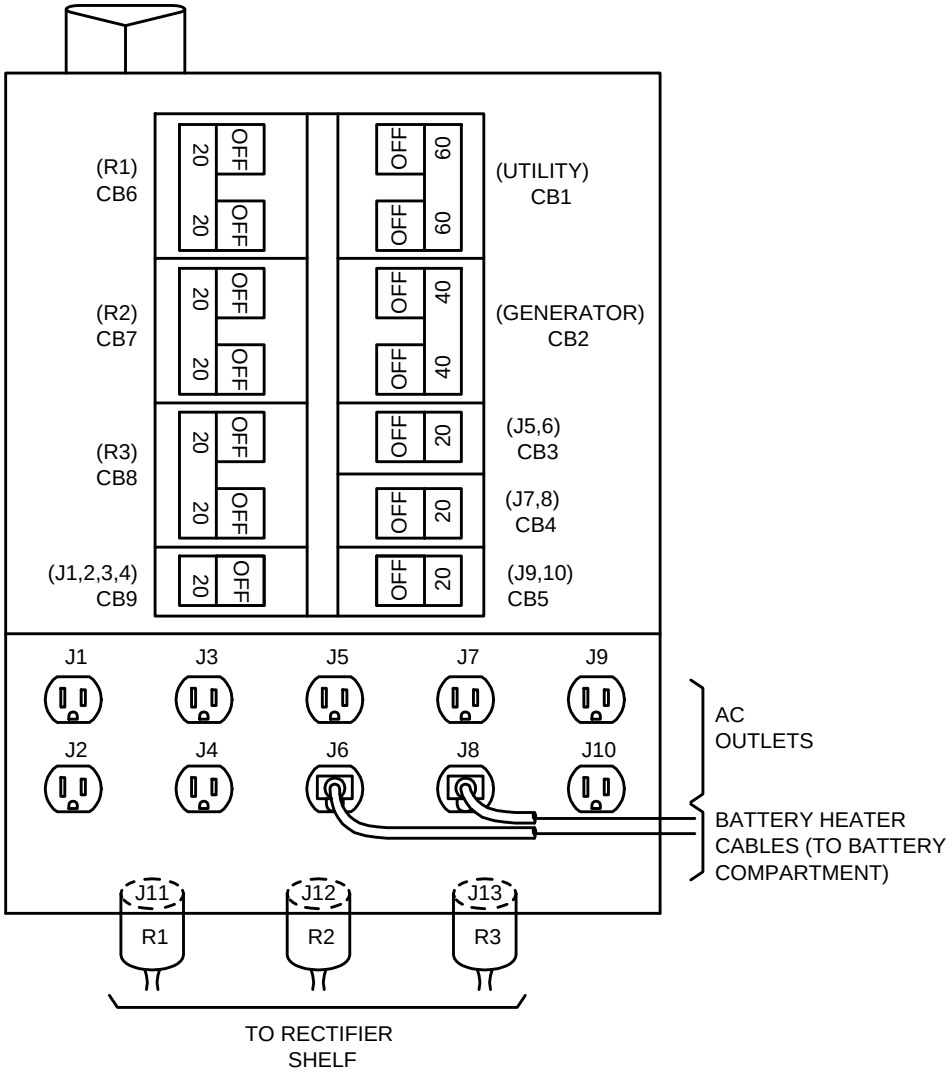

**Figure 1 – Ac Power Panel in ED-7C703-30 80E Cabinet**
1. On AC power panel, verify that AC power **CB1** (utility) circuit breaker is off and **CB6**, **CB7**, and **CB8** circuit breakers for R1, R2, and R3 feeders to rectifier shelf are also off [Figure 1].
6. On AC power panel for power unit being installed, verify **R( )** (R1, R2, R3) AC power cord from rectifier shelf is plugged into correct AC outlet [Figure 1]. Turn on **CB( )** (CB6, CB7, or CB8) circuit breaker to this feeder.